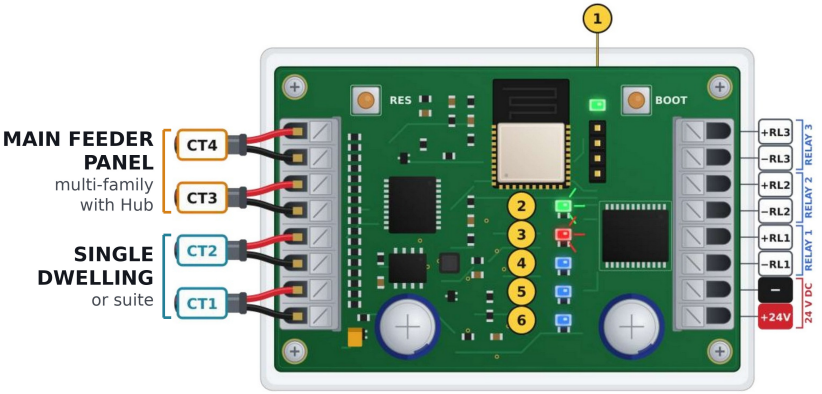

*Figure 4 – CT terminals on the VEC board*
- Terminate CT1 and CT2 using the same wiring pattern: black first, then red (or white), starting from the CT1-marked corner, as shown in Figure 4.